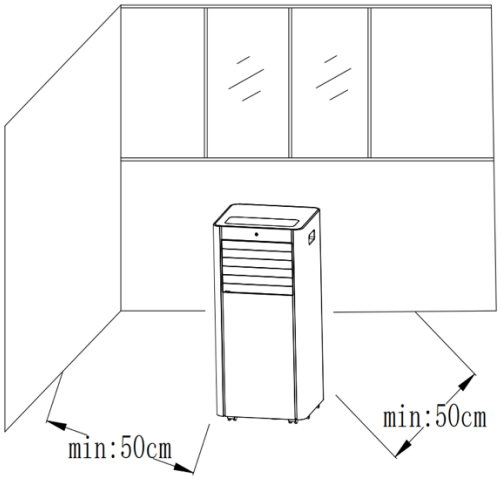

Figure 4
1) Move the machine with installed heat pipe and fittings before the window, and the distance between the body and walls or other objects shall be at least 50 cm (as shown in Fig.4).